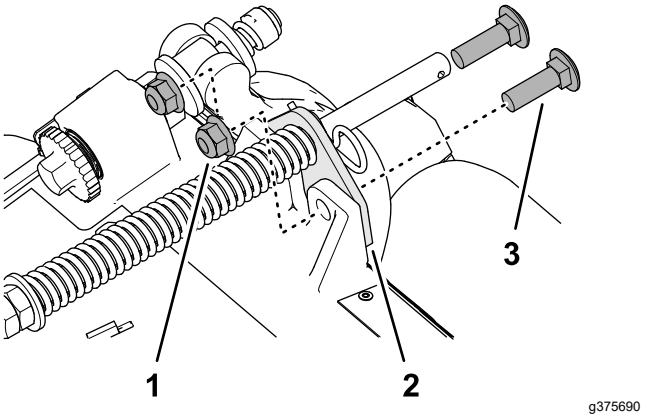

Figuur 13
2. Verwijder de 2 flensborgmoeren (⅜") en 2 slotbouten (⅜" x 1¼") waarmee de gazoncompensatiebeugel bevestigd is aan het frame van de maai-eenheid (Figuur 13).